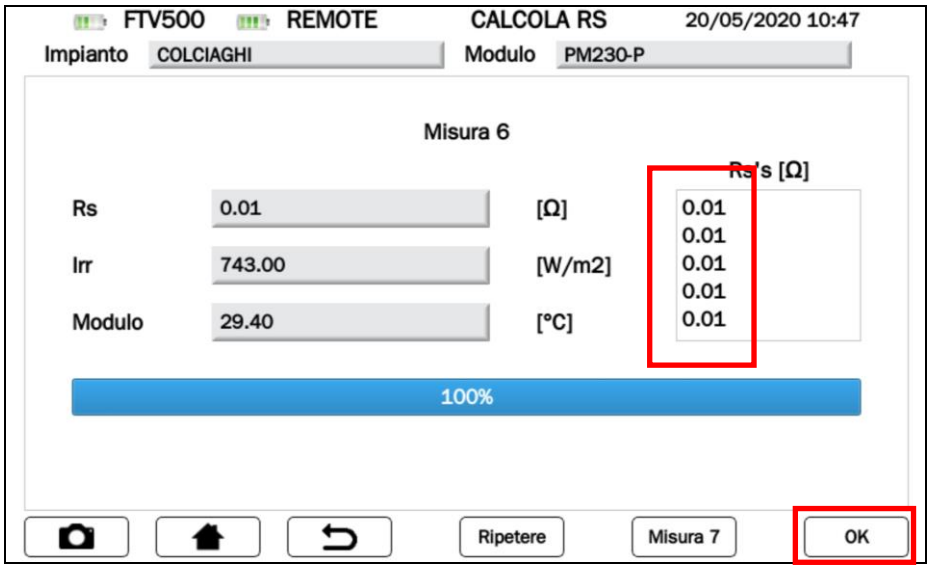

Figura 14.7.3-19 Schermata Misure "x"
- NOTA: a partire dalla **Misura 2**, e solamente se verrà visualizzato il risultato in "Ω" nella casella "Rs's", si attiverà il tasto **OK** (vedi Figura 14.7.3-19), che se premuto eseguirà automaticamente il test "Curva I-V"